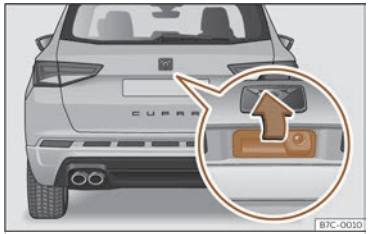

Abb. 53 Heckklappe: Öffnen von außen
- *Öffnen:* Drücken Sie leicht den Haltegriff und heben Sie die Klappe an ››› **(Abb. 53)**.